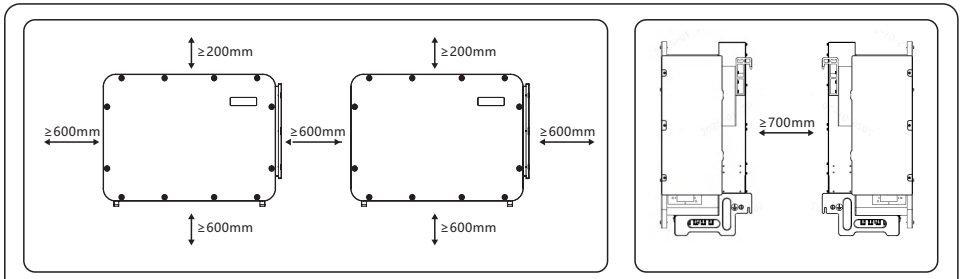

Figure 3.2 Distance required between multiple inverters
- When multiple inverters are installed, a minimum clearance shall be kept according to Figure 3.2. Maintain at least 1000mm clearance at the front of the inverter.